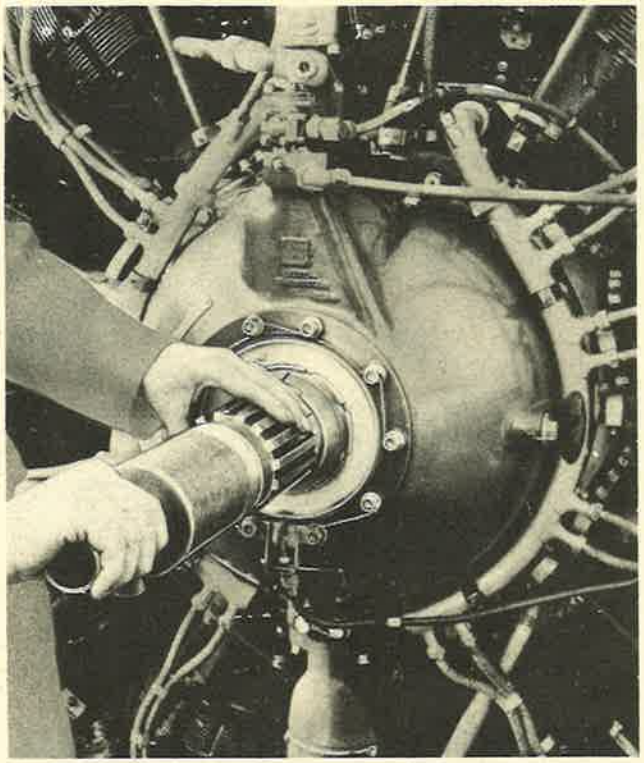

Figure 237—Installing Thread Protector
(1) On new engines, the propeller shaft with the plugged groove end is usually in the top dead-center position. Do not rotate the propeller shaft prior to propeller installation because this moves the engine pistons in the cylinders. If the engine is allowed to stand idle before the initial ground run-up, the portion of the cylinders wiped clean of greasy coating by moving the pistons may begin to corrode.
(2) Install the rear cone on the shaft, moving it back until it contacts the propeller shaft thrust bearing nut. Keep the outside surfaces of the rear cone dry and free from oil. To prevent seizure of the propeller retaining nut or the distributor valve on the propeller shaft, apply a thin film of a recommended thread lubricant to the shaft threads.
(3) Cover the propeller shaft threads with a thread protection cap that will allow the propeller hub to slide over it. This will prevent damage to the propeller shaft. (See figure 237.) Hoist the propeller hub and blades assembly, with propeller blade that is adjacent to the blank spline in the propeller spider up. This will insure that the propeller blank spline is in line with the wide spline on the engine shaft, and that propeller blade clearance is provided for the work stand. Install the hub and blades assembly on the propeller shaft. While sliding the propeller assembly back on the shaft, tilt the feeder tube assembly to permit the feeder tube to clear the slinger ring attached to the rear of the propeller barrel. Remove thread protection cap after installation is complete.